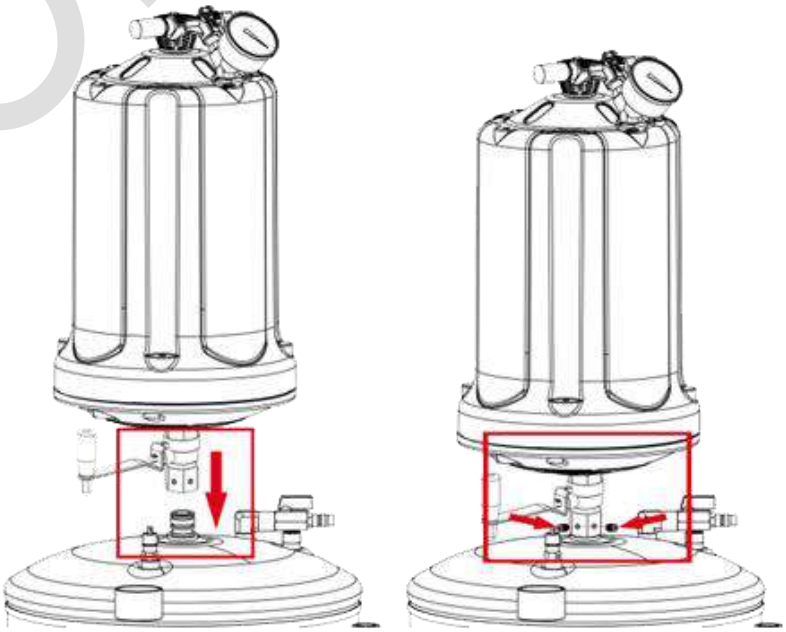

Рисунок 1
- Установите и закрепите осмотровую колбу, как показано на рис. 1, убедитесь, что колба расположена строго перпендикулярно к установке.
- Закрепите шестигранным винтом, как показано на рис. 1.